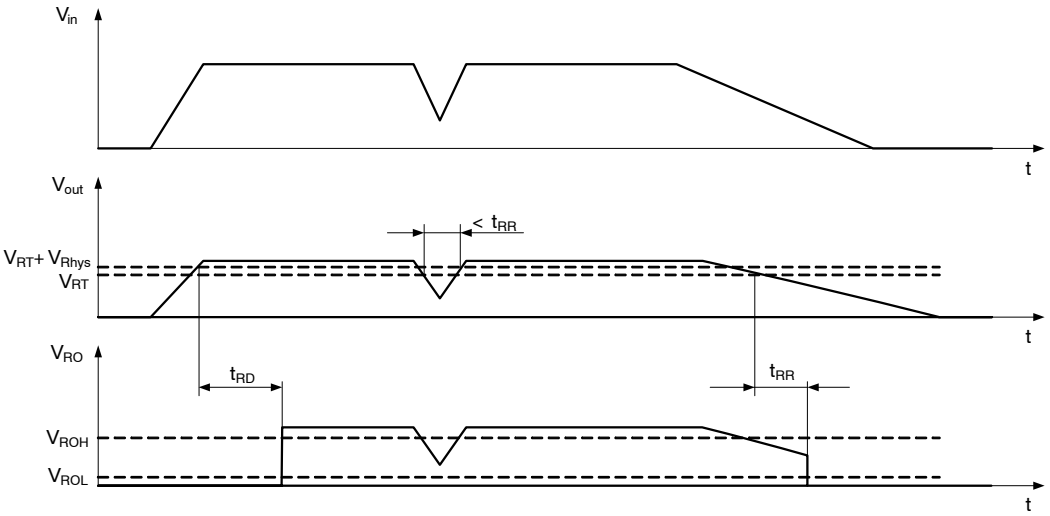

Figure 24. Reset Function and Timing Diagram
A reset signal is provided on the Reset Output (RO) pin to provide feedback to the microprocessor of an out of regulation condition. The timing diagram of reset function is shown in Figure 24. This is in the form of a logic signal on RO. Output voltage conditions below the RESET threshold cause RO to go low. The RO integrity is maintained down to V_{OUT} = 1.0 V. The Reset Output (RO) circuitry includes